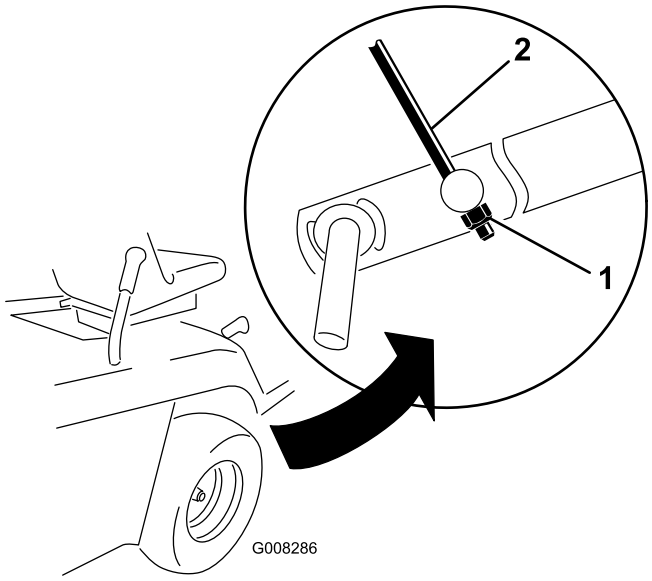

Figuur 40
9. Draai aan de M8-borgmoer op het uiteinde van de stang voor de hoogte instelling totdat de stang enigszins strak staat (Figuur 40).